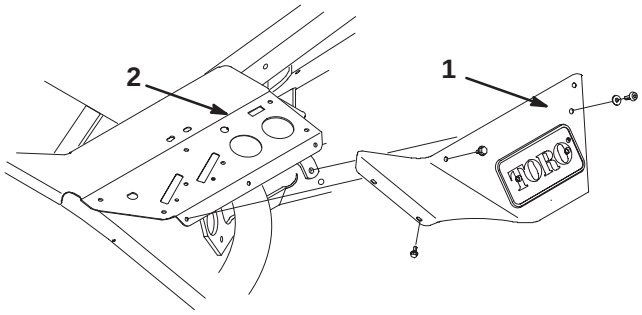

Figure 2
4. Remove the cover shield from the side of the control panel (Fig. 2).